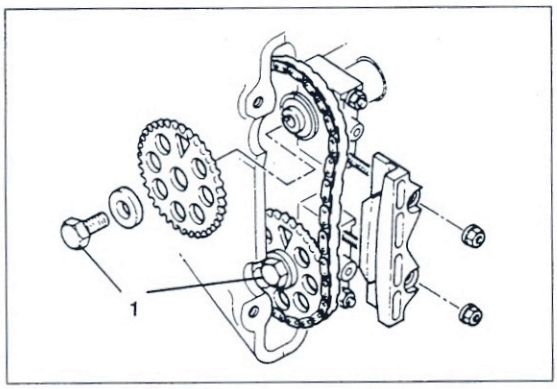
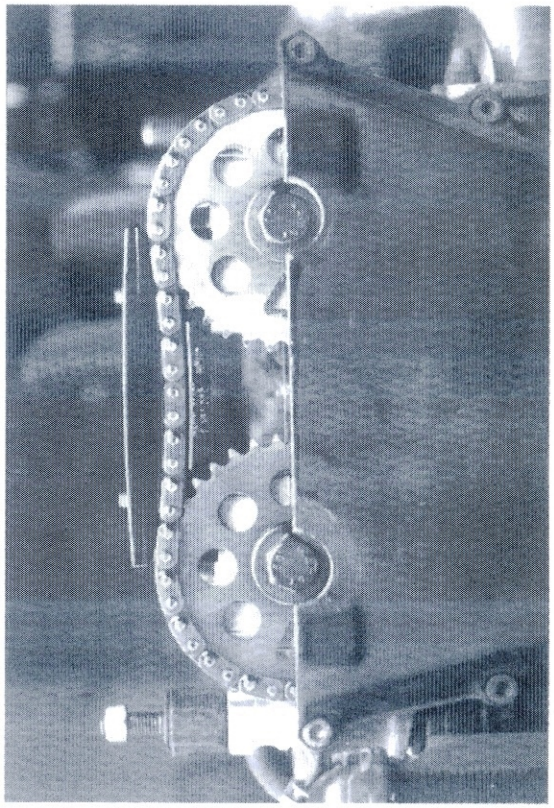

Bild 23
Bild 24
● Befestigungsmuttern der Kettenführung (Bild 23) ausdrehen und Führung abnehmen.
● Befestigungsschrauben ① Bild 23 ausdrehen und Kettenräder abnehmen.
- Unteres Kettenrad (Auslasswelle) zusammen mit Kette (leicht straff ziehen) und Kettenführung (Bild 23) einbauen. Dabei muss Stift am Kettenrad in Nut der Nockenwelle eingreifen. Befestigungsschraube nur handfest anlegen. Dann oberes Kettenrad genauso einbauen. Dreieckige Aussparungen der Kettenräder müssen nach oben zeigen (Bild 24).